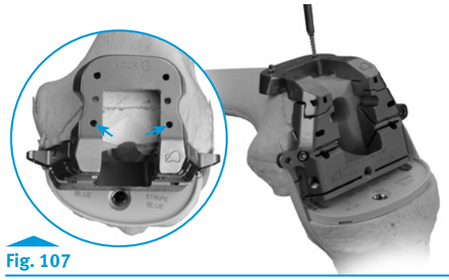

Fig. 107
- Insert two 33mm Hex-head Screws through the top of the notch guide **(Fig. 107)**.
- **The first set of holes on the notch guide should not be used if any augmentation is used on the 4-in-1 Femoral Cutting Block (Fig. 107).**